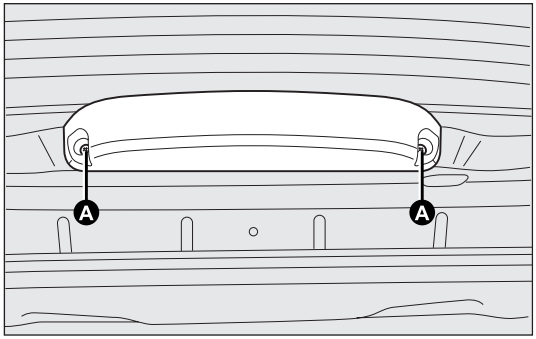

fig. 158 F0V0163m
- ❒ for versions with tailgate, loosen the two fastening screws A-fig. 158 and extract the cluster;